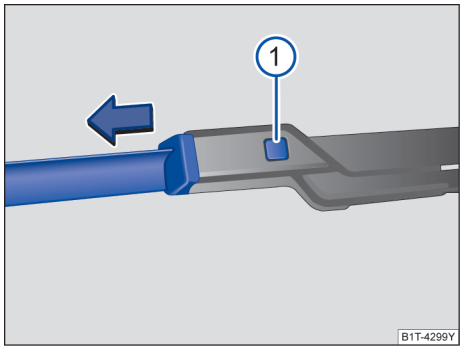

图 218 更换风窗刮水器刮水片
– 按住分离按钮→ 图 218① 同时沿图示箭头方向拉出刮水片。